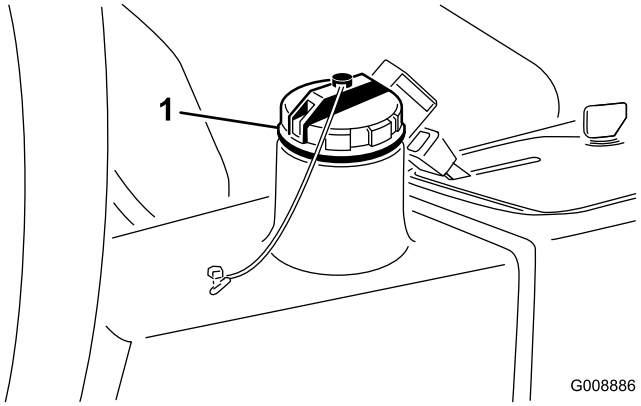

Figur 29
2. Rengjør rundt påfyllingshalsen og lokket på tanken for hydraulisk olje (Figur 29). Ta av påfyllingslokket.